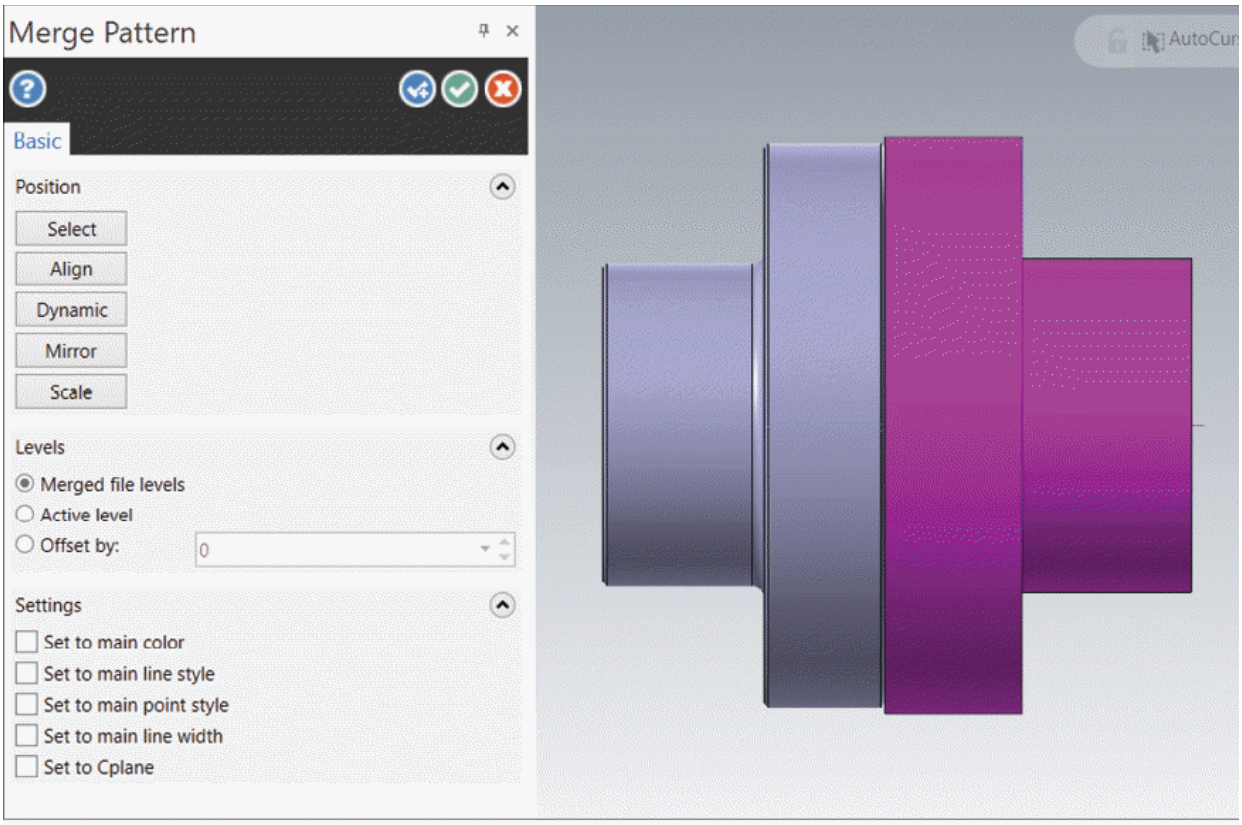

Figure-32. Preview of imported model
- After selecting file, click on the **Open** button from the dialog box. Preview of imported file will be displayed in the drawing area with **Merge Pattern Manager**; refer to Figure-32.